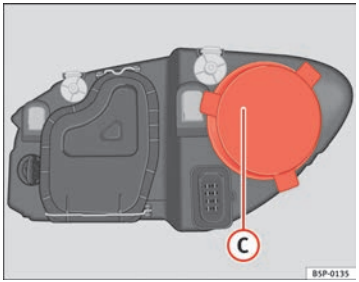

Fig. 188 Main beam headlights
– Remove the cover ⇒ fig. 188 (C) by pulling on this.